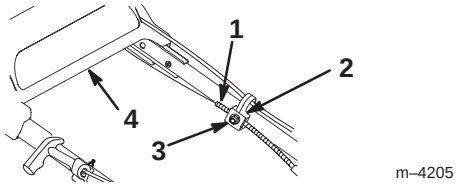

Bild 22
3. Lockern Sie die Mutter an der Zugstütze (Bild 22).
6. Bewegen Sie den Bowdenzugmantel züruck in Richtung des Rasenmähers, um das Spiel aus dem Zug zu beseitigen (Bild 22).
7. Lockern Sie das Antriebsteil, während Sie den Bowdenzugmantel nach unten halten und ziehen die Mutter an der Zugstütze fest (Bild 22).